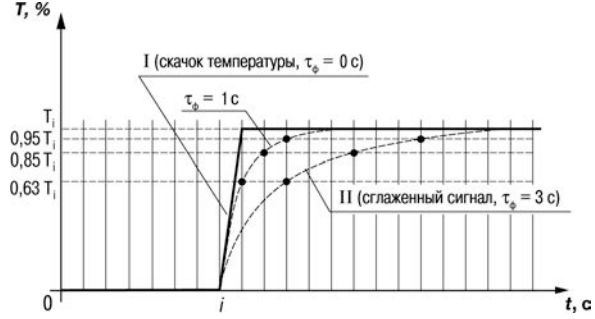

Рисунок 3.5
3.2.2.4.3 Цифровой фильтр устраняет шумовые составляющие сигнала, осуществляя его экспоненциальное сглаживание. Основной характеристикой экспоненциального фильтра является $\tau_ф$ – постоянная времени цифрового фильтра, параметр **tnF 1** (**tnF2**) – интервал, в течение которого сигнал достигает 0,63 от значения каждого измерения T_i (рисунок 3.5).